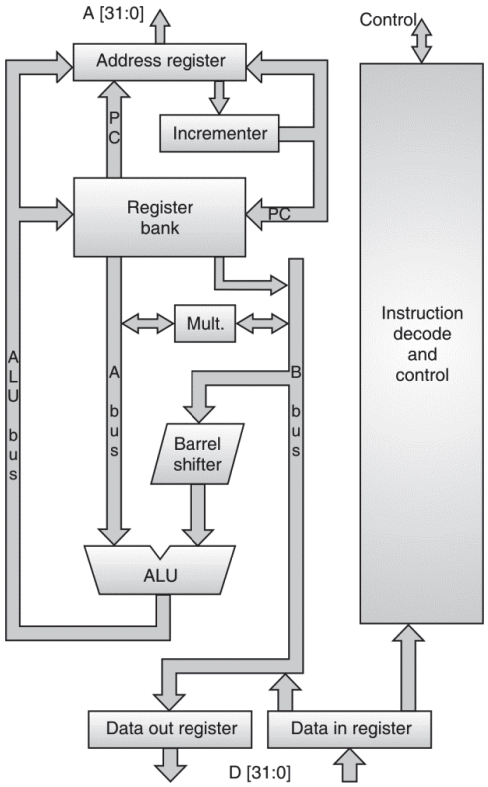

Fig. 2.8.3 : Organization of 3-stage pipelining in ARM
- Fig. 2.8.3 shows the implementation of the three stage pipelining in ARM. In the figure, the flow of the instruction shows the three stages of pipelining. The instruction is first fetched by the PC (at the top) giving address to the address register and is incremented using the incrementer, so that the PC points to the next instruction. The instruction is fetched through the data bus (at the bottom) and is given to the Instruction Decode and Control unit. This unit decodes the instruction, which is the second stage of the pipeline and then the instruction is executed by the ALU, multiplier and barrel shifter using the registers from the register bank.